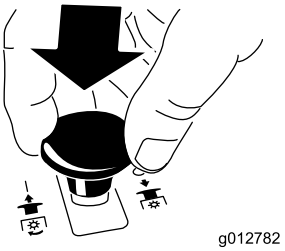

Figur 11
- Skub kontakten til regulering af skæreknivene (kraftudtag) ned til positionen Off (fra).Figur 11